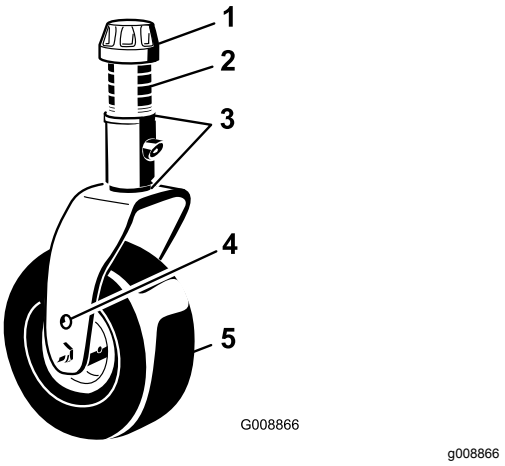

Figuur 109
1. Verwijder het klemkapje van de spilas en schuif de as uit de zwenkwielarm (Figuur 109).